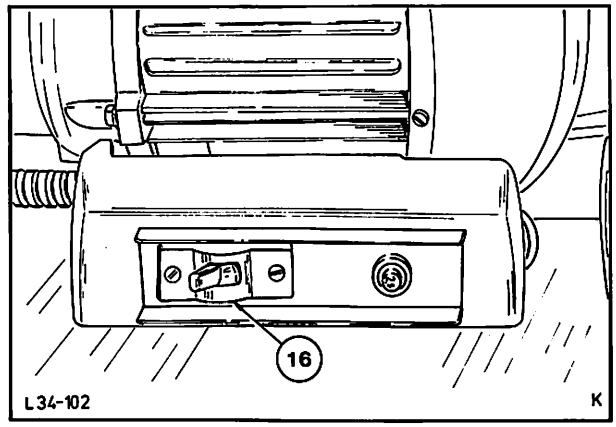

Abb. 20 Pumpenschalter (16)
1. Gerätestecker in Netzsteckdose (220 V, 50 Hz) einstecken. Pumpenschalter (16), Abb. 20, und Heizungsschalter (17) sind ausgeschaltet, alle Ventile geschlossen.